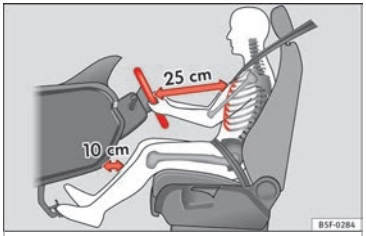
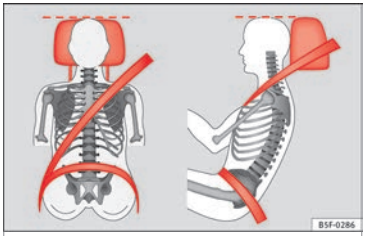

Bild 81 Avståndet mellan föraren och ratten måste vara minst 25 cm.
Bild 82 Rätt inställt säkerhetsbälte och nackskydd
nackskyddet ››› **bild 81** och ››› **bild 82** som möjligt.
- Ställ in ratten så att avståndet mellan ratten och bröstkorgen är minst 25 cm ››› **bild 81** och så att du kan hålla i utsidan av ratten med båda händerna vid positionen för klockan 9 och klockan 3 med armarna lätt böjda.
- Ställ in framsätet framåt och bakåt så att du kan trycka ned gas-, broms- och kopplingspedalen helt med knäna lätt böjda och med ett avstånd mellan knäna och instrumentpanelen på minst 10 cm ››› **bild 81**.